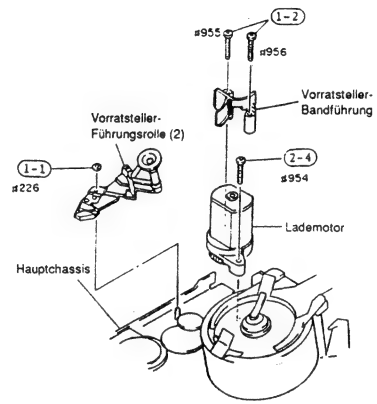

Abb. 2-65
1) Eine (1) Scheibe entfernen, mit der die Vorratsteller-Führungsrolle (2) bestigt ist (siehe Abb. 2-65).
2) Zwei (2) Befestigungsschrauben der Vorratsteller-Bandführung entfernen.
3) Die Vorratsteller-Führungsrolle (2) und die Vorratsteller-Bandführung von dem Hauptchassis entfernen.
(2) Lademotor
4) Eine (1) Schraube entfernen und den Lademotor von dem Hauptchassis abnehmen (siehe Abb. 2-65).